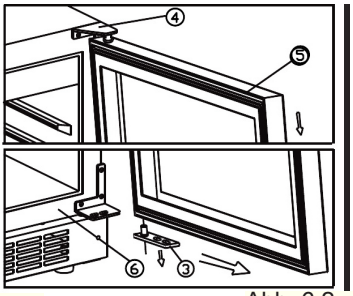

Abb. 6.2
- Die Tür hervorziehen und vom oberen Scharnier abmontieren. Siehe Abb. 6.2